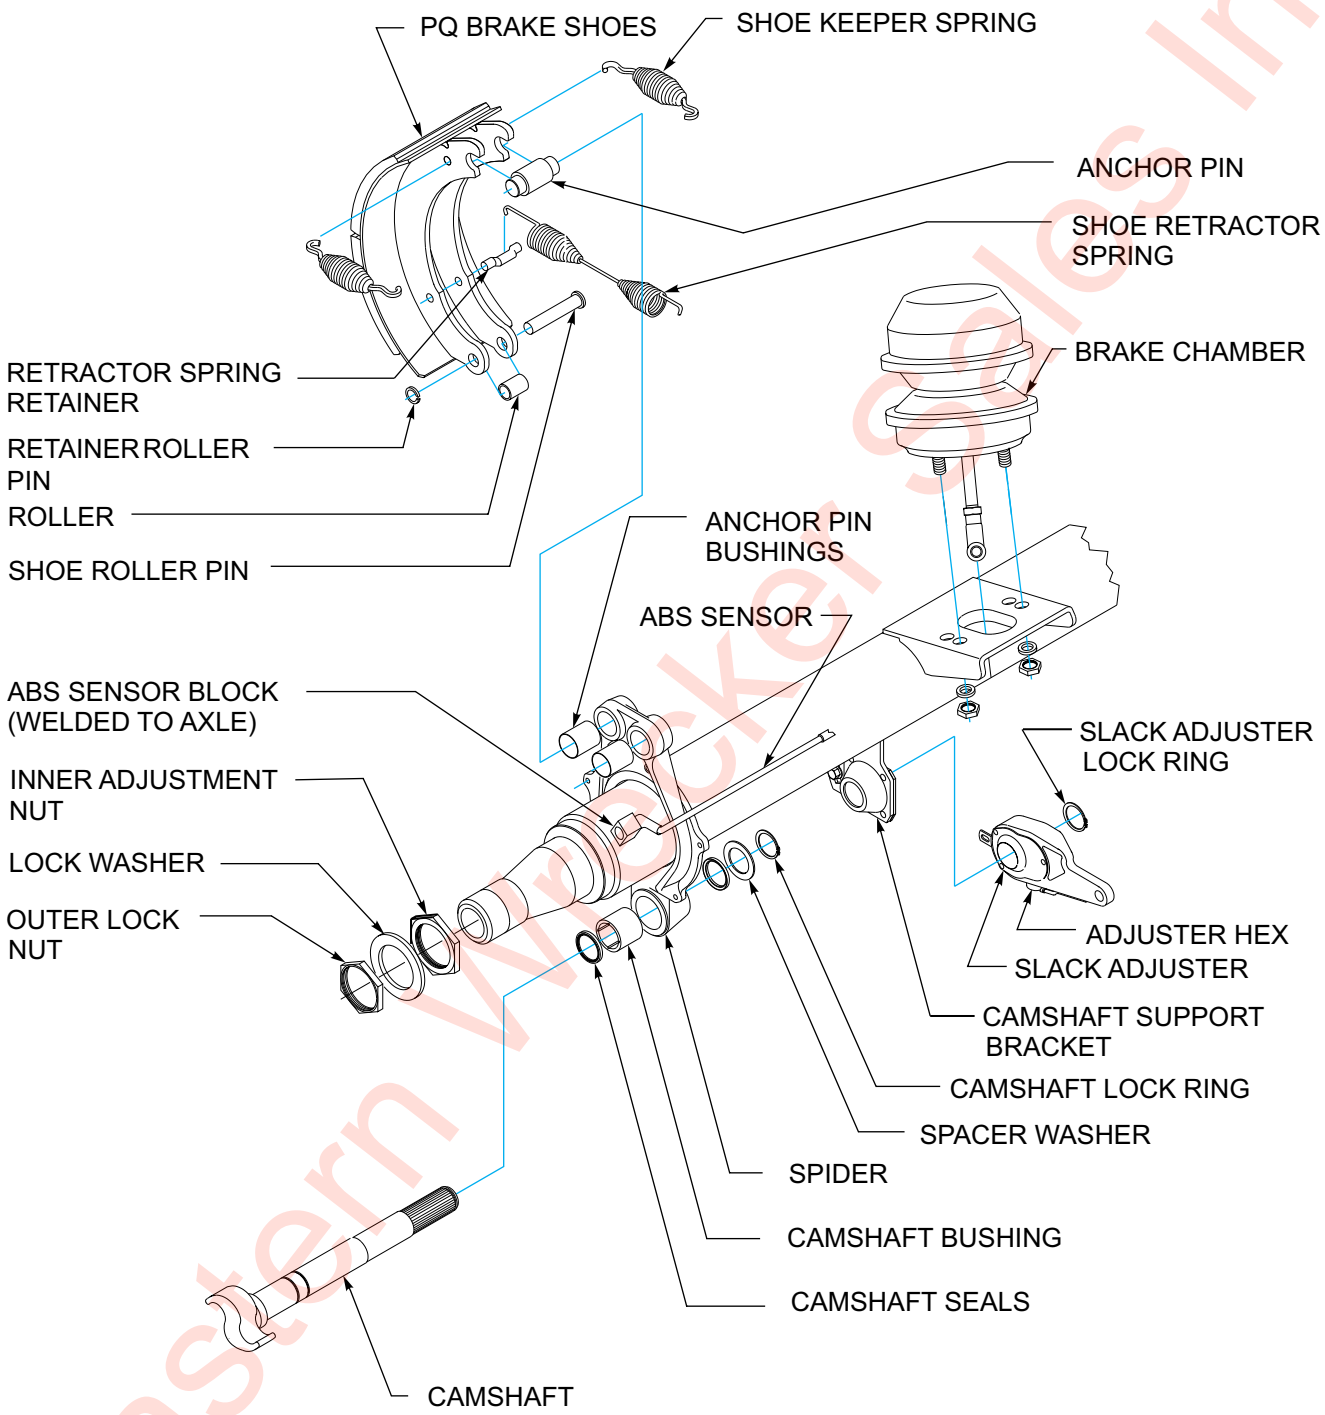

Figure 4-11: Axle and Brake Assembly
1. Release brakes and back off slack adjuster **(See Figure 4-11.)**
1. Install new anchor pin bushings, camshaft bushing and camshaft seals into the spider **(See Figure 4-11.)**